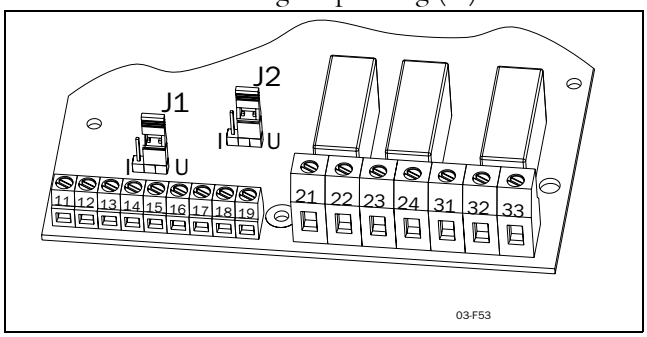

Fig. 38 Inställning av spänning eller ström för analog ingång.
2. Ställ bygel J1 på styrkortet i läge spänning (U) eller strömstyrning (I), se Fig. 38 och Fig. 24 på sidan 28. Fabriksinställning är spänning (U).